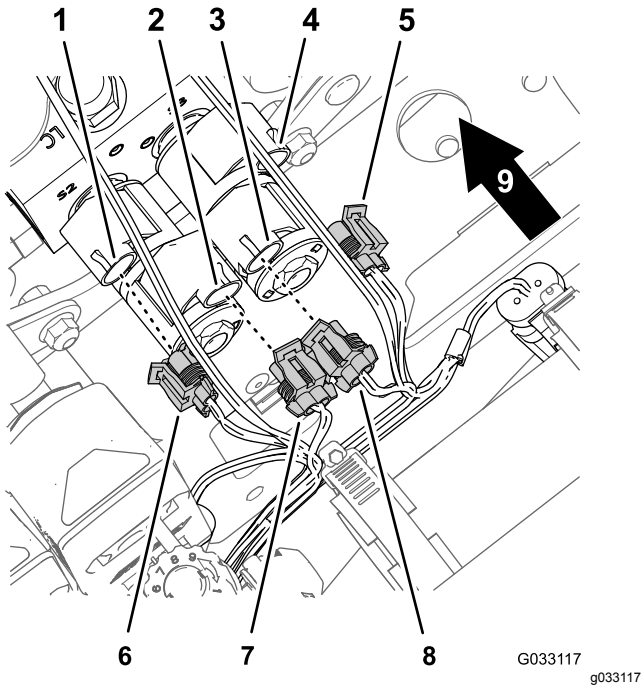

Figuur 17
3. Maak de 2-polige connectors van de kabelboom van de ultrasone spuitboom completeringsset (Figuur 17) los van de 2-polige connectors van de spoelen van het verdeelstuk van de hefcilinder: